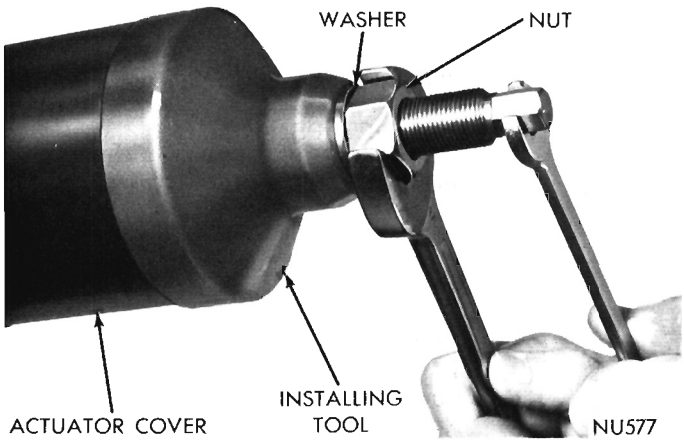

Fig. 17—Installing Actuator Cover
(15) Position actuator cover so that key in cover aligns with keyway in actuator housing.
(16) Place cover installing Tool C-4098 over shaft and on cover (Fig. 17).
(17) Install threaded part of tool on steering shaft and turn large nut to press cover into position and remove tool.